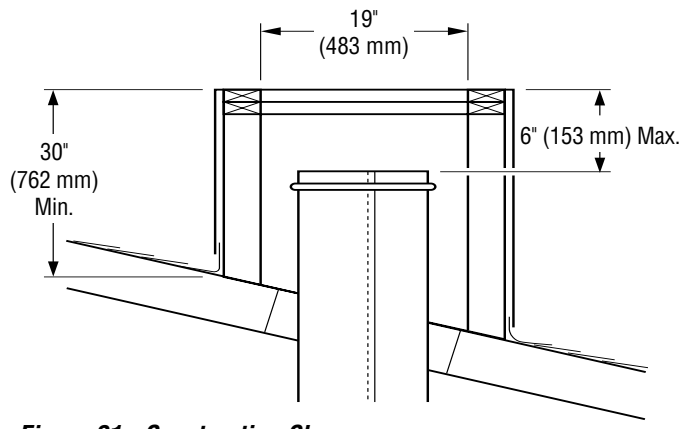

Figure 21 - Constructing Chase
1. Construct chase as illustrated in ***Figure 21***. ***NOTE:*** *The shortest vertical side must be at least 30" high and minimum inside dimension must be at least 19" as shown in **Figure 21**.*
2. Add pipe sections to chimney system as outlined in fireplace installation instructions until last piece of chimney is a maximum of 6" below top of chase *(see **Figure 21**).*